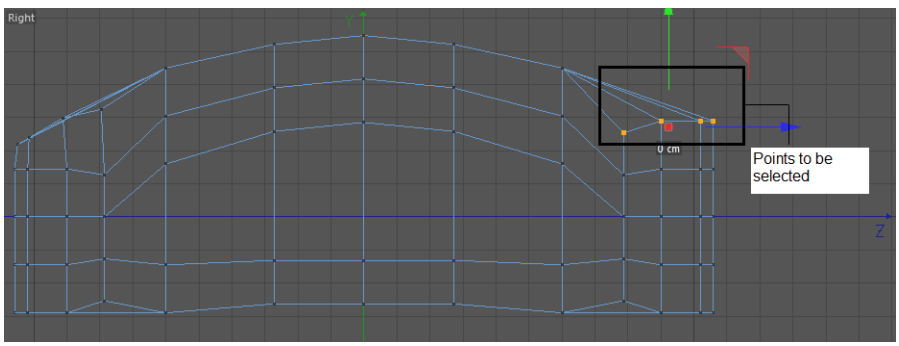
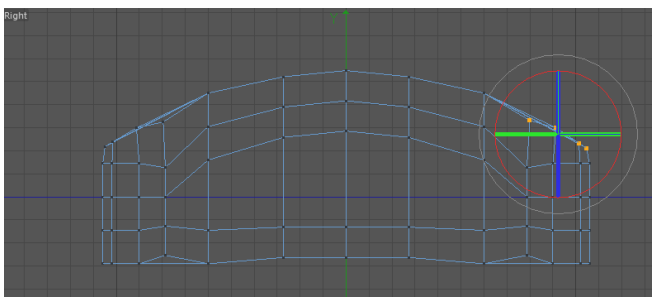

Figure 3-32 *The points to be selected*
Figure 3-33 *Rotating the selected points of Computer mouse*
22. Select the points of *Computer mouse* in the Right viewport using the 9 key, as shown in Figure 3-32. Next, rotate the selected points along the YZ axis in the Right viewport, as shown in Figure 3-33.